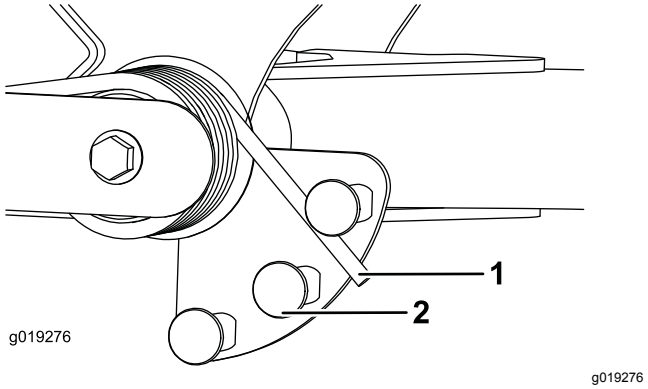

Figuur 29
2. Breng een buis of vergelijkbaar voorwerp aan over het lange veeruiteinde en draai ze rond de actuator van de veer tot de gewenste stand (Figuur 29).